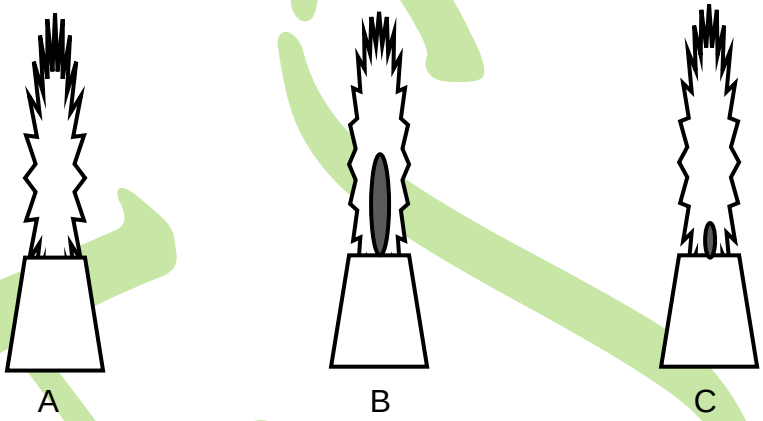

FIGUUR 5 (3)
7.1 FIGUUR 5 toon die DRIE tipes vlamme wat in oksiasetileensweising gebruik word.